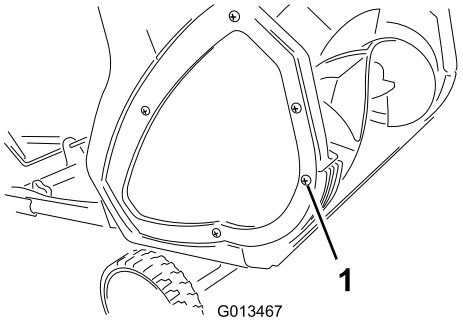
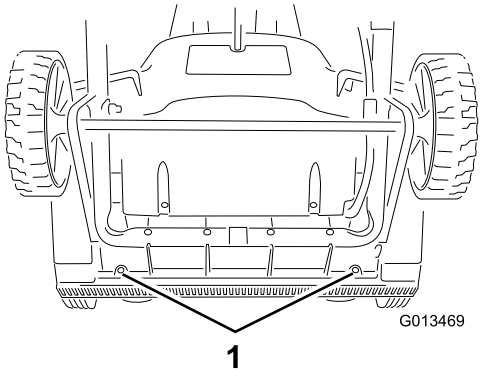

Figuur 13
Figuur 14
1. Verwijder de schroeven uit de zijplaten waaraan de schraper is bevestigd (Figuur 13) en de 2 schroeven van de onderkant van de machine (Figuur 14) waarmee de schraper aan de machine is bevestigd.